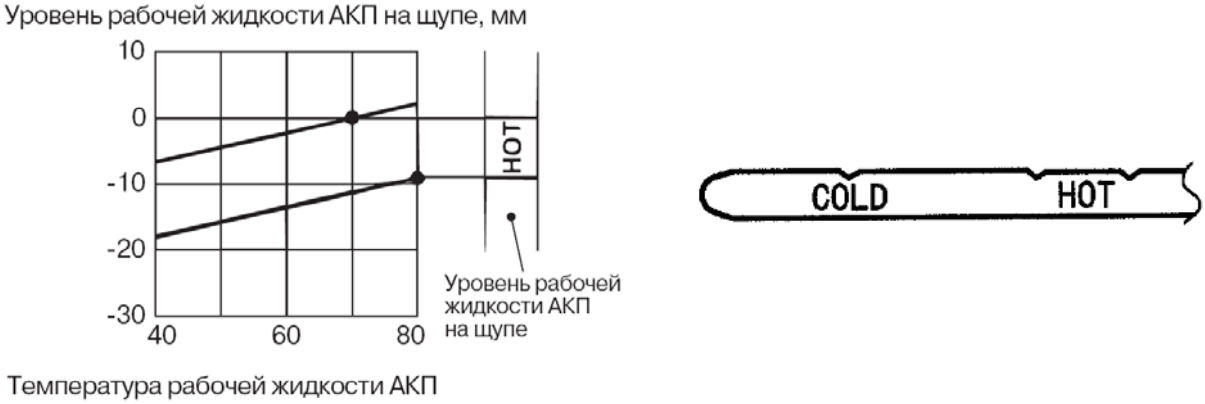

Рис. 2-2
5) Вставьте щуп для измерения уровня рабочей жидкости в направляющую трубку и проверьте уровень жидкости (рис. 2-2).